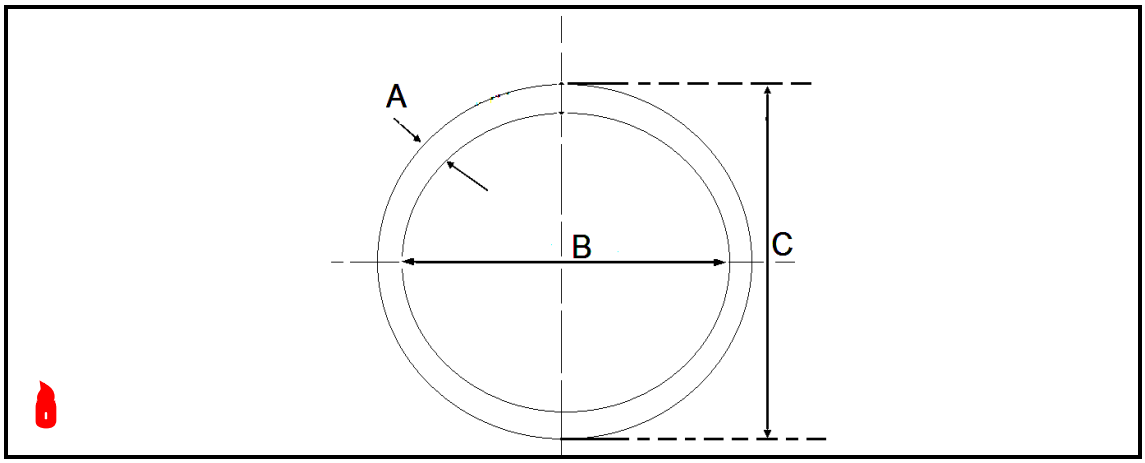

**FIGURE 2**
3.1 FIGURE 2 shows a cross-sectional view of a pipe.